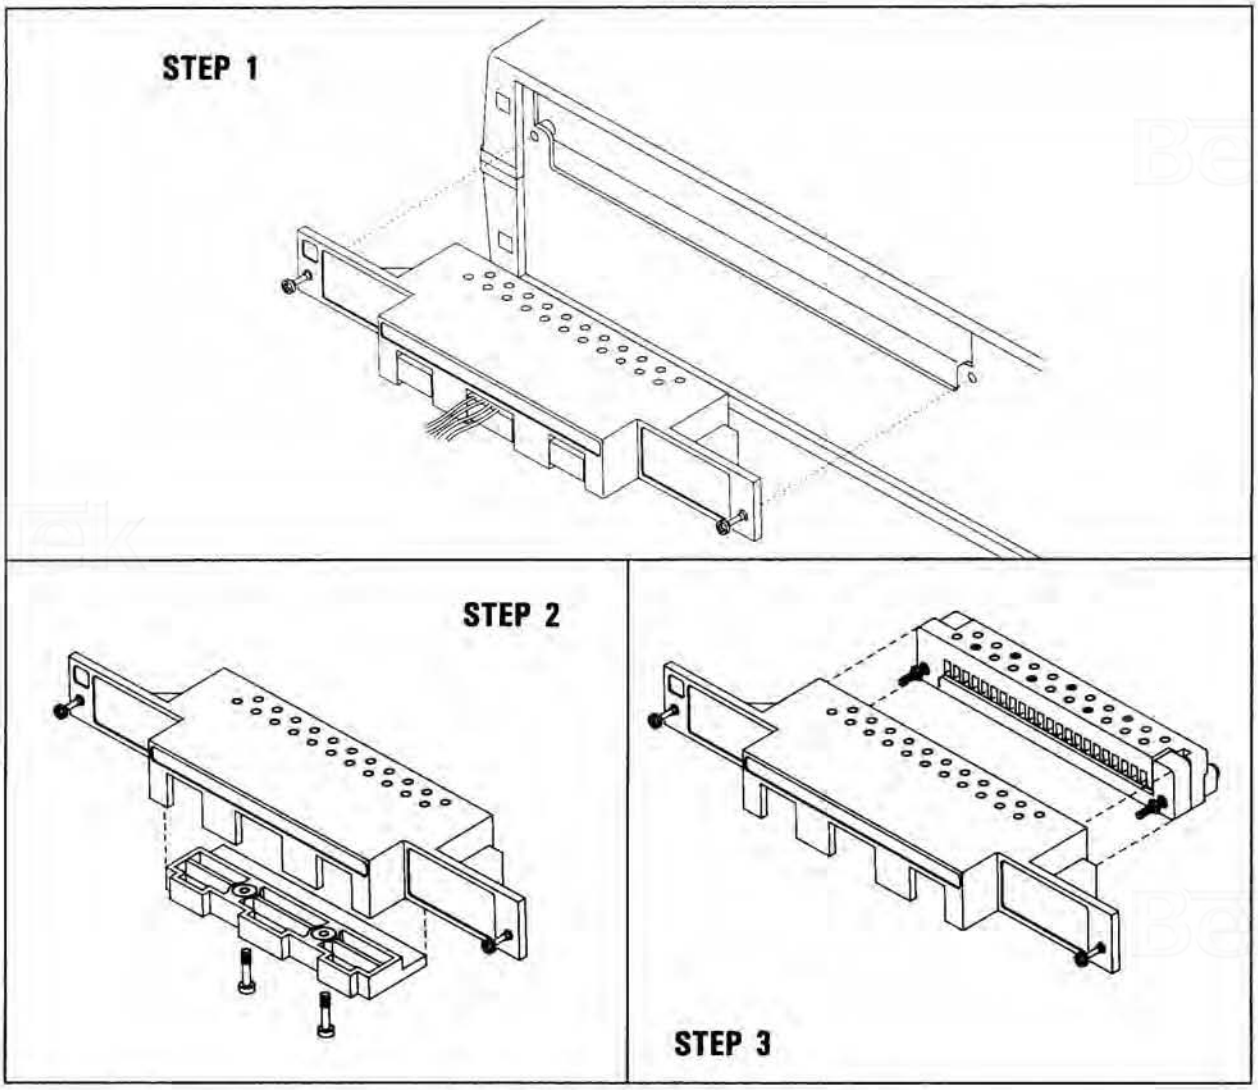

Figure 5-3. Terminal Block Removal
a. Remove the two screws attaching the Strain Relief/Wiring Block Assembly to the rear panel and disconnect it from the instrument. (Refer to Figure 5-3, Step 1).
b. Remove the Strain Relief Plate from the bottom of the Strain Relief Assembly (Figure 5-3, Step 2).
c. Remove the Wiring Block from the Strain Relief Housing (Figure 5-3, Step 3).